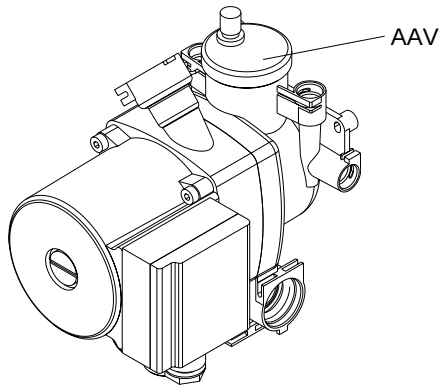

Fig. 15
6.8 AUTOMATIC AIR RELEASE VALVE (AAV, fig. 15)